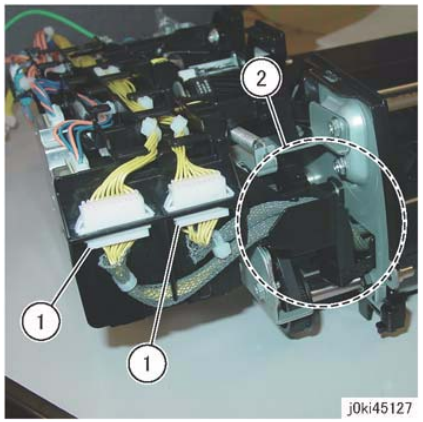

Figure 1 Wire Harness Removal
9. Remove the wire harness from the Harness Guide. (Figure 1)